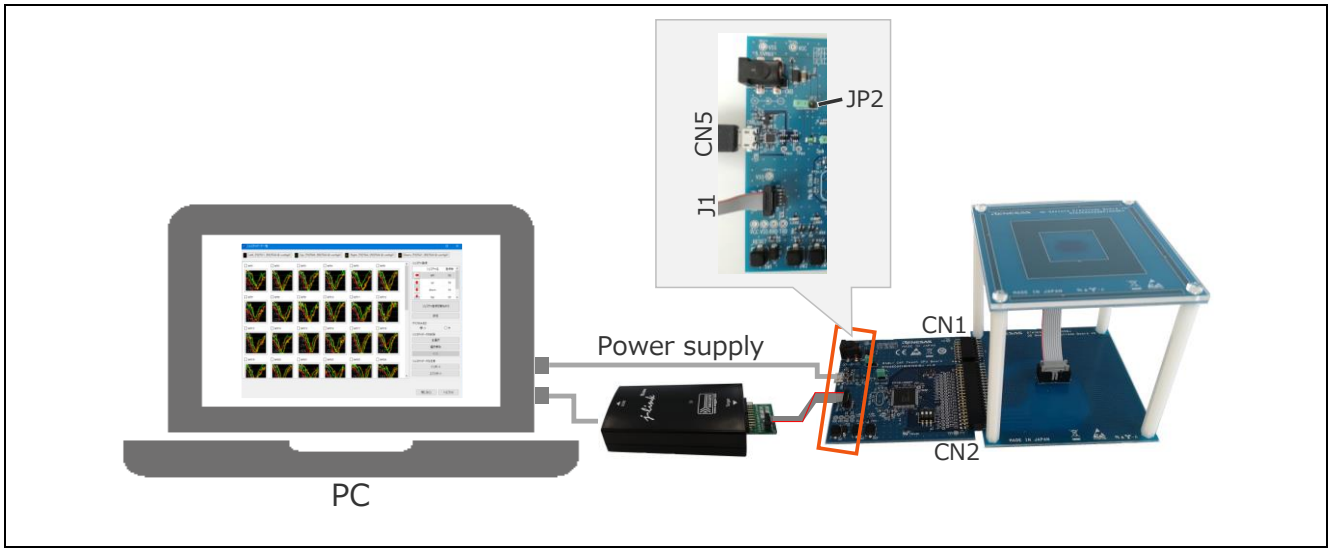

図 2-5 電源を USB から供給する場合の接続図
- 電源を USB から供給する場合の接続図を図 2-5 に示します。